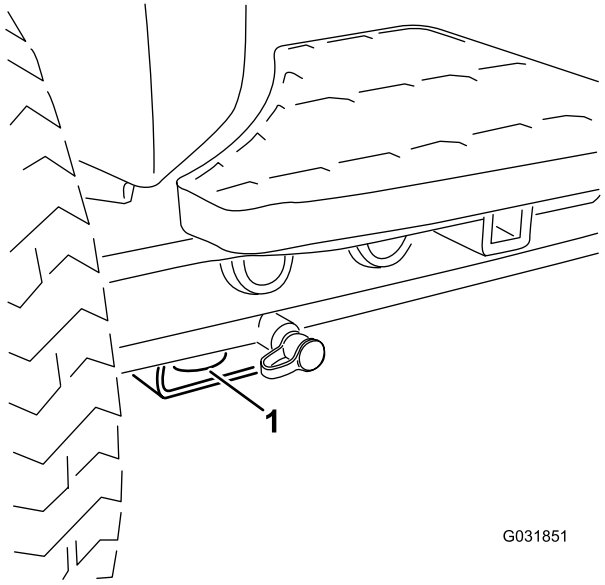
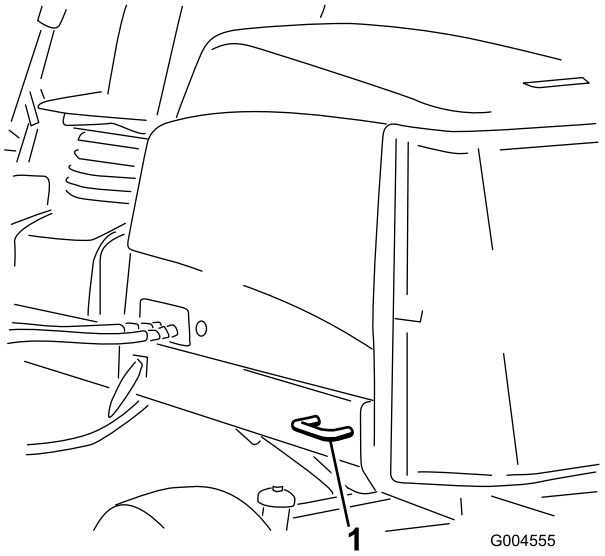

**Figura 38**
**Figura 39**
5. Utilice los puntos de amarre metálicos de la máquina para sujetar la máquina firmemente al remolque o al camión con correas, cadenas, cables o cuerdas (Figura 38 y Figura 39).
- Delantero – el orificio del bloque rectangular, debajo del tubo del eje, al interior de cada rueda delantera (Figura 38)
- Detrás – en cada lado de la máquina, en el bastidor trasero (Figura 39)